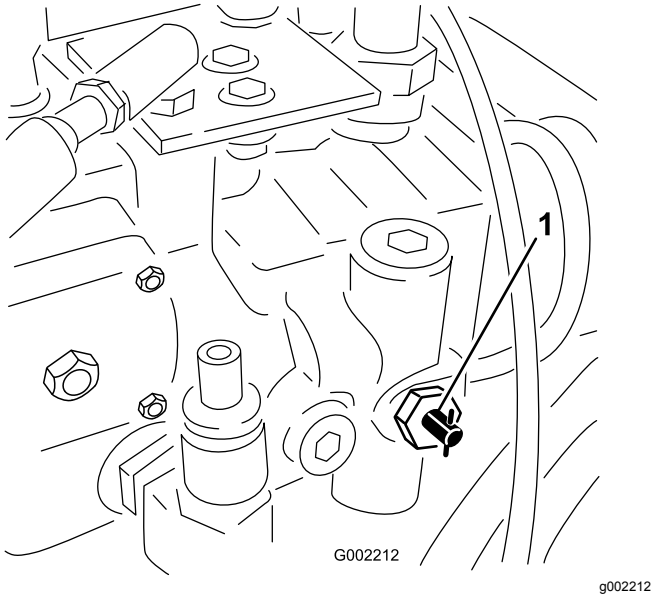

Рисунок 52
1. Поверните клапан буксировки (Рисунок 52) на 90 градусов в любом направлении, чтобы открыть его.